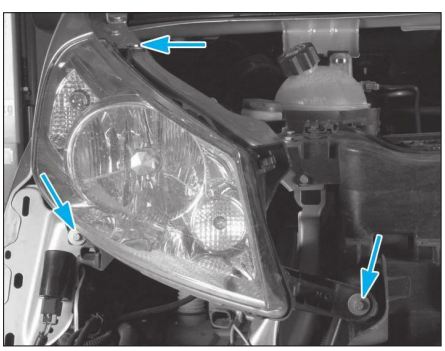

**Fig. 56**
- Déposer les trois vis **(Fig.56)**.